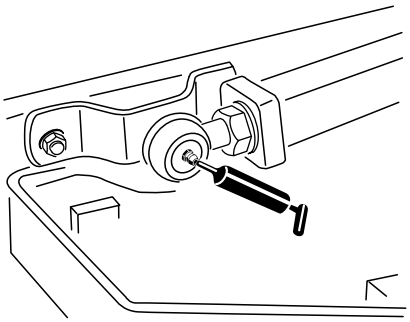

Figura 47
- Rótulas esféricas do braço de elevação (2) (Figura 47)